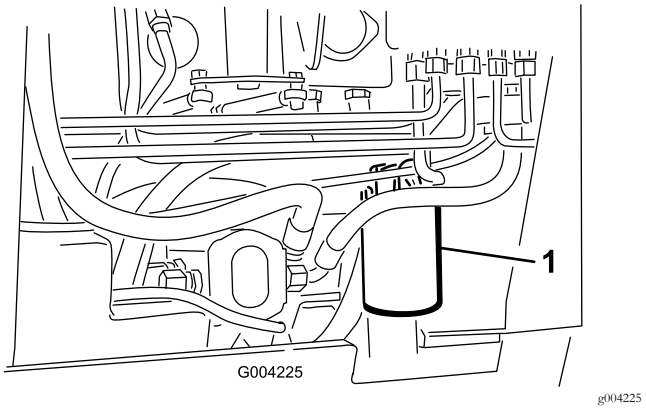

**Rysunek 59**
4. Umieść pod filtrem pojemnik na zużyty olej (Rysunek 59).
5. Wyjmij stary filtr (Rysunek 59) i wytrzyj powierzchnię uszczelki adaptera filtra.
7. Zainstaluj nowy filtr oleju hydraulicznego w adapterze filtra (Rysunek 59). Obracaj filtr w prawo, aż gumowa uszczelka zetknie się z adapterem, a następnie obróć filtr o dodatkowe 3/4 obrotu.